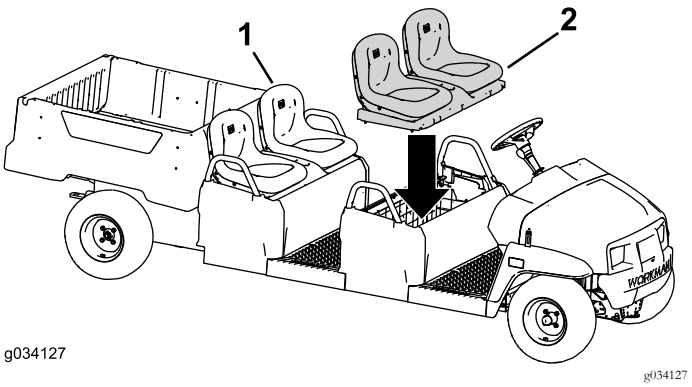

Figura 52
2. Instale o conjunto do banco original na fila do banco traseiro (Figura 52).
3. Instale o conjunto do banco na fila do banco dianteiro (Figura 52).